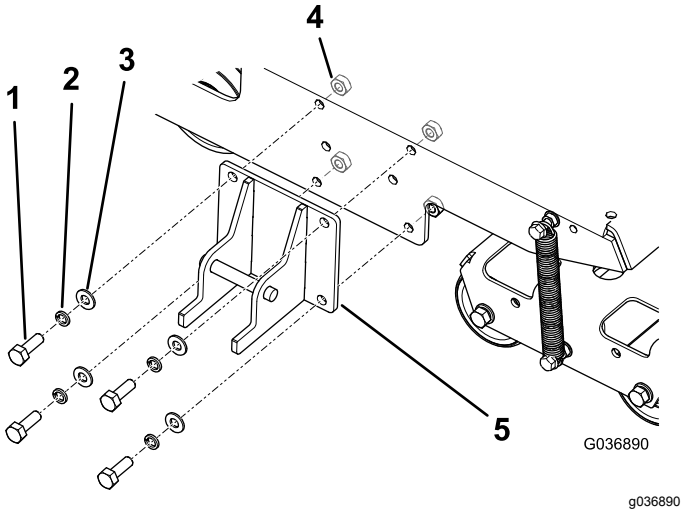

Figuur 4
1. Monteer de vergrendelbeugel op het machineframe zoals getoond in Figuur 4.